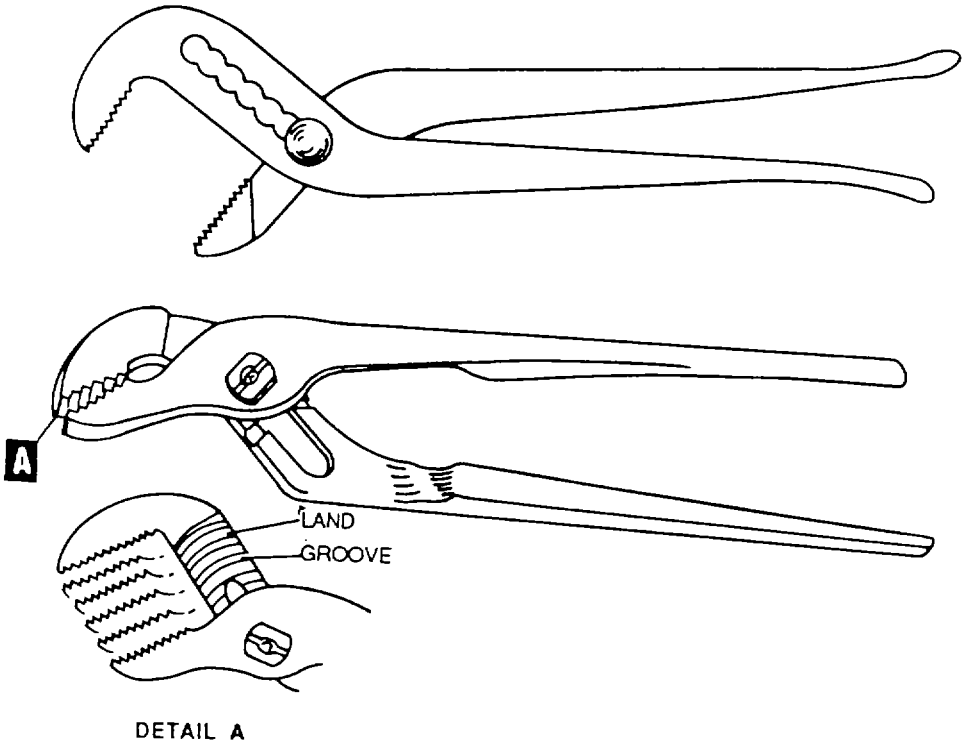

Figure 4-46. Water Pump Pliers
(7) *Water pump pliers*. Water pump pliers, sometimes referred to as channel lock pliers, are used for their powerful grip and ability to adjust to several different sizes. As figure 4-46 shows, there are two adjustment methods used with this type of pliers.